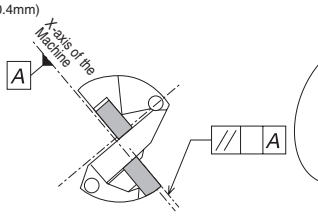

Fig.4
(1) Align the drill with the outer insert face parallel to the X-axis of the tool turret. (Fig.4)
(2) Align the scale (for the lathe) on the flange face of the sleeve to the center of the drill coolant plug.
(3) When no core remains, rotate the sleeve to (+) direction to make the core larger, and when the core diameter is more than 1mm, rotate the sleeve to (-) direction to make the core smaller.
(4) When rotating the sleeve, insert the wrench supplied with the drill into the hole of the flange and then rotate the sleeve.
(5) After Completing the adjustment, tighten the drill directly through the window on the sleeve.